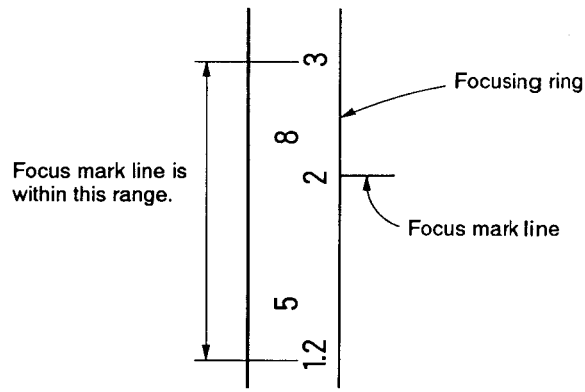

Fig. 7-11.
9) While holding the flange back adjusting Pin ❷ to prevent further rotation, retighten the flange back setscrew ❶.
10) With the zoom lever fixed at its WIDE end, turn the focusing ring and set it to the position that provides the optimum definition image of the wedge. Check to assure the focusing mark protrusion position is within the range shown in Fig. 7-11. Also, rotate the focusing ring to the close (1.2 m) and far (∞) extremes and confirm that the wedge is no longer in focus.